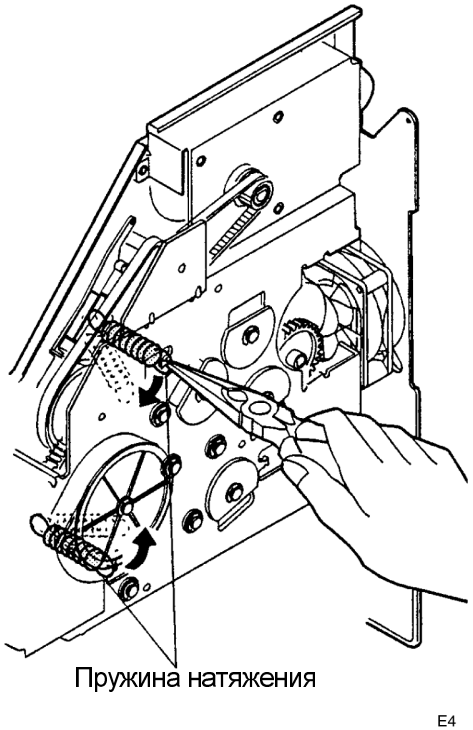

Рисунок 2. Снятие пружин
3. (Рисунок 2): Снимите пружины натяжения.